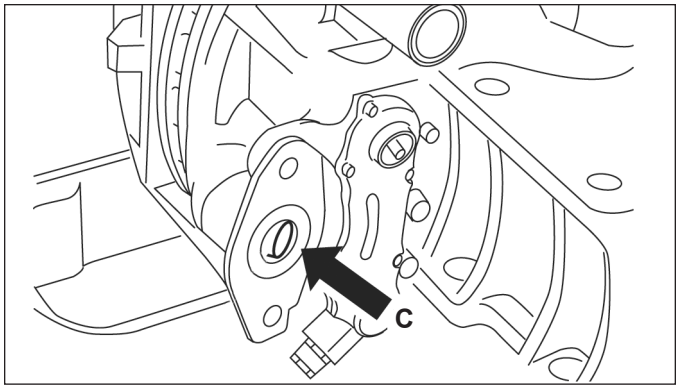

Figure 44 – Spring Brake Installation
5.4.5 Reinstallation. Before installing the brake chamber, the actuator flange *(See Figure 44, arrow "C")* must be cleaned and inspected. Consult the vehicle manual. The spherical cup in the lever (19) must be greased with white grease (Part No. II14525 or K021964). Add grease to the rubber gasket on the chamber.